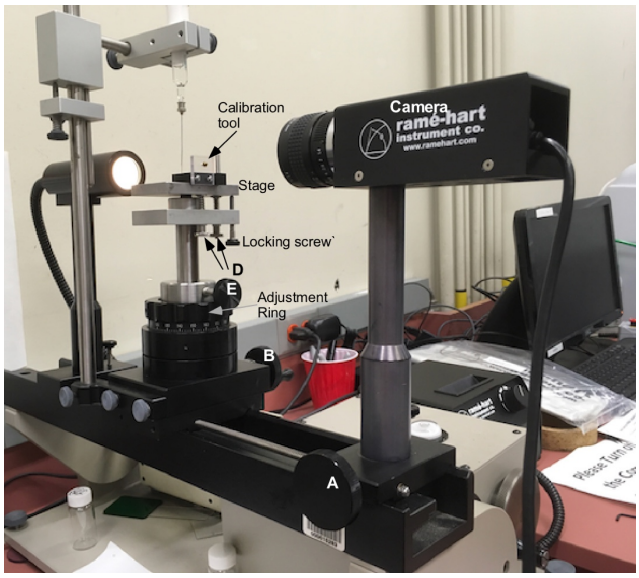

Figure 2 Rame Hart Contact Angle Goniometer
7. Use a level to make the stage level (knobs D), Figure 2.